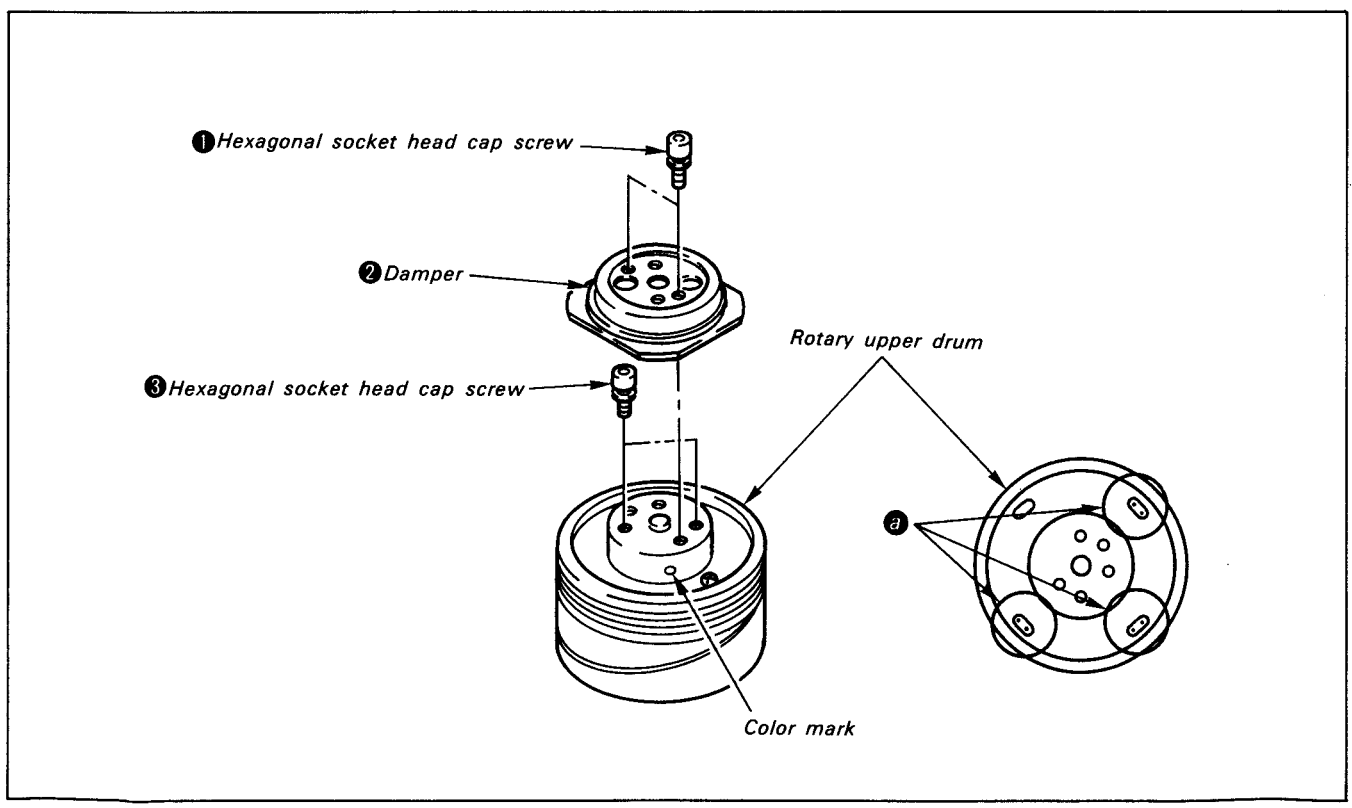

Fig. 2-39
1) Remove 2 hexagonal socket head cap screws ❶ and damper ❷.
3) Remove 2 hexagonal socket head cap screws ❶. (See Fig. 2-39)